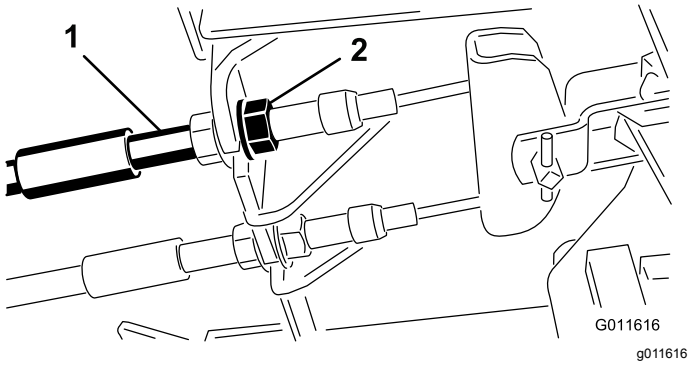

Figur 63
1. Tilspænd bremserne for at reducere bremsepedalernes frie vandring ved at løsne den forreste møtrik på bremsekablets gevindende (Figur 63).